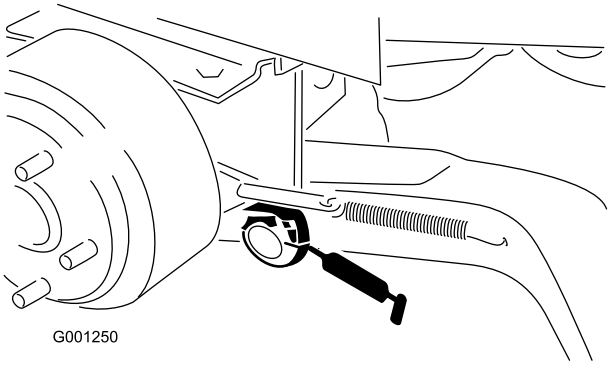

**Figur 38**
- Lyftarmens svängbussningar (Figur 38)